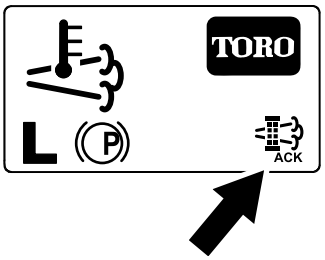

Figur 66
8. InfoCenter viser startskjermen, og regenereringsbekreftelsesikonet (Figur 66) vises i nedre høyre hjørne av skjermen mens regenereringen pågår.